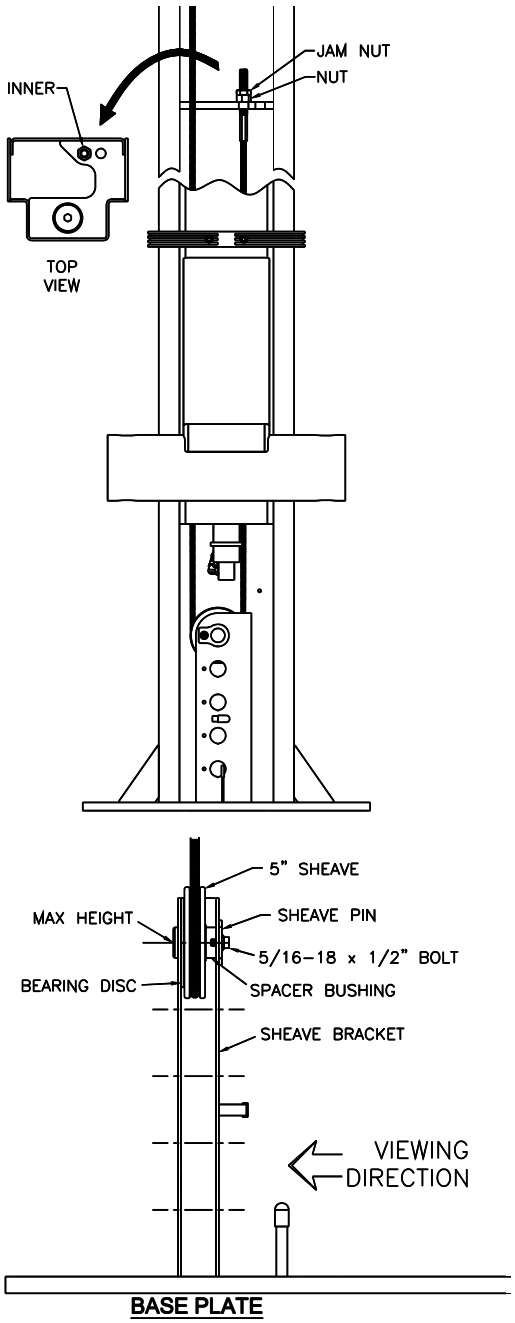

Fig. 3 – Cable Routing
5) Manually push carriages up enough to unhook the cylinder hose from the base plate tabs. Proceed with pushing the cylinder and carriage up enough to access all five sheave locations on the sheave bracket, see **Fig 3**.
7) The sheave must be removed and reassembled to route the synchronizer cable. Remove the bolt, sheave pin, bearing disc, sheave, and spacer bushing, **Fig. 3**.
8) Route a cable through a carriage and out the bottom. Route, it back up and into the inside hole at the top of the carriage, see **Fig 3**. **Ensure cables do not twist or wrap around hoses during routing**.
9) Install a nut and jam nut at the cable end, **Fig 3**.
10) Reinstall the sheave. Place the bearing disc inside the bracket centered over the bracket hole based on the chosen install height. Install the cable on the sheave and slide into place. Stack the spacer bushing onto the sheave assembly. Still holding the sheave assembly, slide the pin into place and secure it with the bolt, see **Fig 3**.